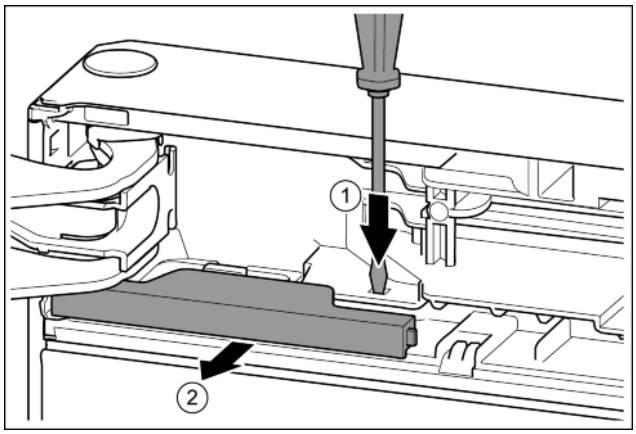

Fig. 11
▶ Pousser la languette avec un tournevis plat. *Fig. 11 (1)*
▶ Sortir le cache de l'encliquetage. *Fig. 11 (2)*